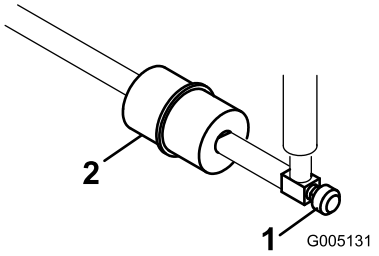

Figur 47
Et filter er bygget inn i drivstoffslangen mellom drivstofftanken og forgasseren (Figur 47). Pass på at pilen på filteret peker bort fra drivstofftanken.
1. Lukk bensinkranen, løsne slangeklemmen på forgassersiden av filteret og fjern bensinslangen fra filteret (Figur 47).
2. Plasser et tappefat under filteret, løsne den gjenværende slangeklemmen, og ta ut filteret (Figur 47).